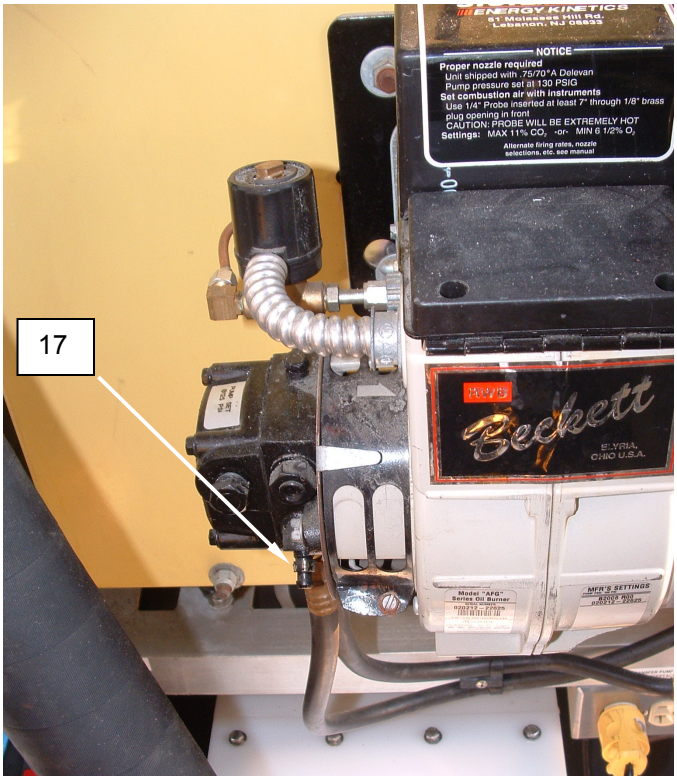

Figure 6. Bleed the Burner Fuel System.
1. Locate bleed fitting **(Figure 6, Item 17)** on fuel pump.
2. Open bleed fitting **(Figure 6, Item 17)** approximately ½ turn.
3. Operate boiler, and allow fuel to discharge from bleed fitting **(Figure 6, Item 17)** into an approved fuel container.
4. When fuel stream is solid with no bubbles or spitting, tighten fuel bleed fitting **(Figure 6, Item 17)**.